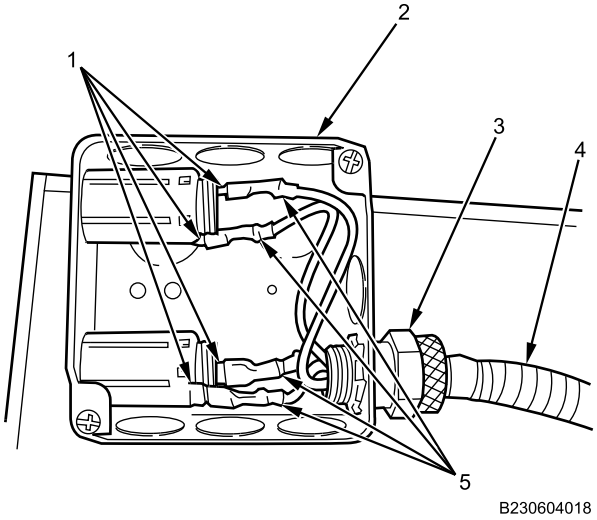

Figure 14. Right Side Junction Box Wires.
10. Push wires (Figure 14, Item 5) on socket terminals (Figure 14, Item 1).
11. Install wire harness (Figure 14, Item 4) on junction box (Figure 14, Item 2) by turning connector (Figure 14, Item 3) clockwise. Tighten securely.